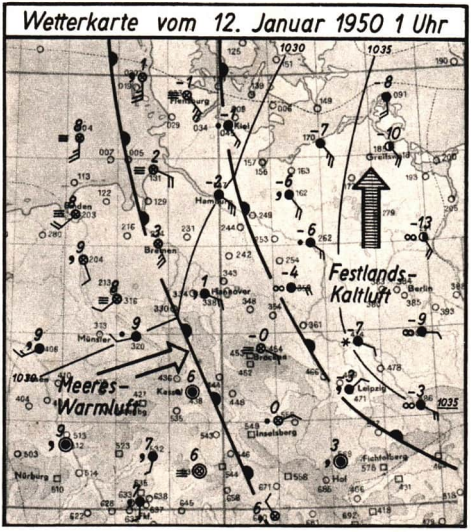

Abb. 213. Wetterkarte von Nord- und Mitteldeutschland
Die in Abb. 213 dargestellte Wetterkarte ist ein vergrößerter Ausschnitt aus der in Abb 197 wiedergegebenen. Sie zeigt eine Winterwetterlage (Januar 1950) mit besonders starken Luftmassenunterschieden über Deutschland. Eine Warmfront zieht sich, etwa dem Laufe der Weser folgend, nach Süden und grenzt die von Südwesten einströmende Meereswarmluft gegen die zwischen Weser und Elbe liegende kalte Mischluft ab. Diese bildet wiederum eine Grenze mit einer weiteren Warmfront gegen die extrem kalte Festlandskaltluft. Während im Rheinland die Temperaturen um Mitternacht +9°C betragen, werden im Odergebiet Temperaturen bis zu −13°C gemessen. Im Frontenbereich kommt es über Mittel- und Norddeutschland mit dem einsetzenden Sprühregen verbreitet zu Glatteisbildung.
4. Gib an Hand der in Abb. 213 dargestellten Wetterkarte an, welches Wetter an folgenden Orten herrscht: Greifswald, Hannover, Emden, Kassel!